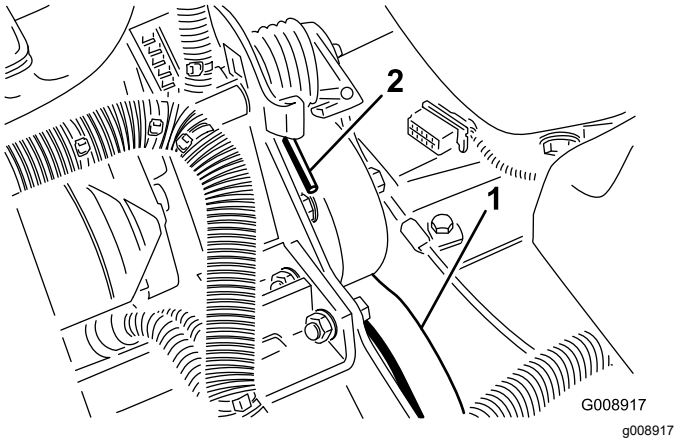

Figur 74
3. Tryk ned og fremad på fjederenden (Figur 74) for at løsne den fra konsollen og løsne spændingen på fjederen.